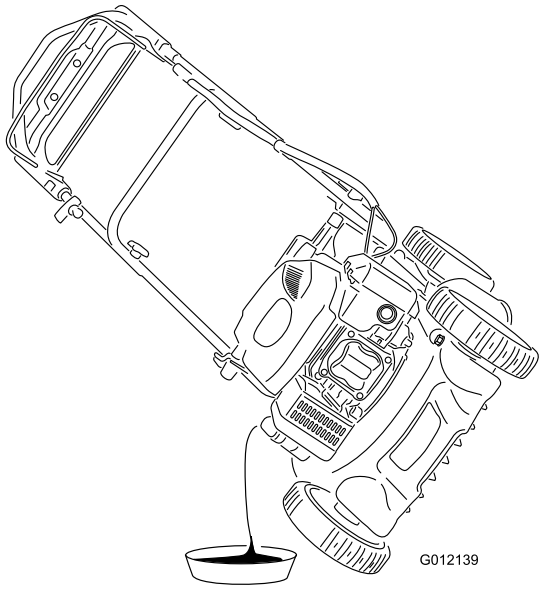

Figuur 21
5. Kantel de machine op de zijkant (met de peilstok omlaag) om de gebruikte olie via de vulbuis weg te laten lopen (Figuur 21).